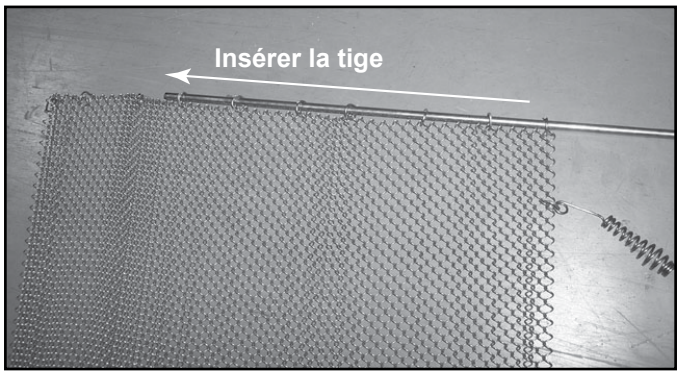

Figure 8.14 Insérer la tige dans le pare-feu
- Insérez une tige dans les anneaux du haut. Voir la figure 8.14.